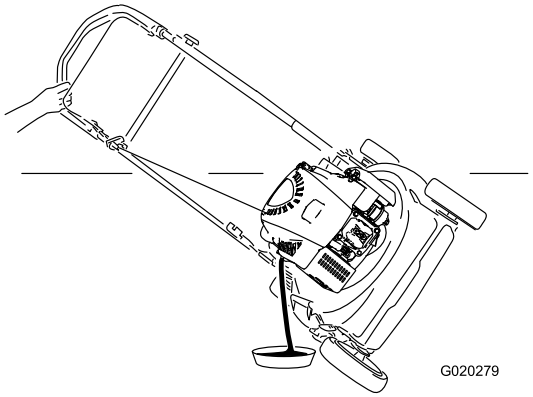

Figur 29
5. Tippa gräsklipparen på sidan (med oljestickan nedåt) för att tömma ut den använda oljan genom påfyllningsröret (Figur 29).